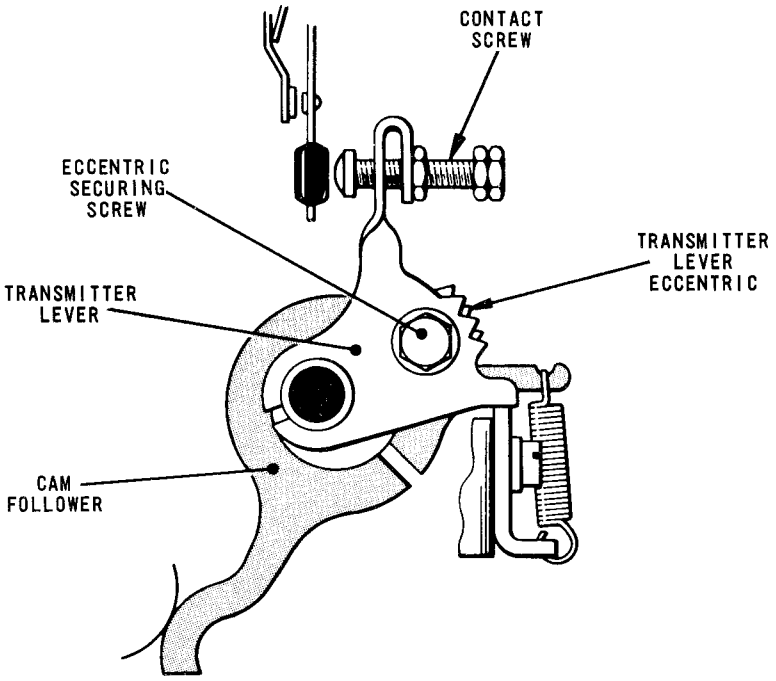

Fig. 4.65 TRANSMITTER LEVER/CAM ASSEMBLY
79.2 Lift the translator clutch abutment, turn the machine by hand and check that, during the second revolution of the translator clutch, the tongue breaks from the send contact between the changeover of Nos.4 (2nd from the front) and 5 (nearest the front) transmitter levers, Fig.4.65.
82.6 If this is not so, adjust the signal length by means of the Start (2nd from the rear) contact screw, Fig.4.65.
82.18 Adjust the Stop contact screw (nearest the rear), Fig.4.65, until the correct condition is achieved.
★ The cam followers, Fig.4.65, are adjusted in the factory and should not require re-adjustment unless the translator cam pack has been disturbed. If, however, the **position** (as distinct from the **length**) of any element is incorrect, it can be corrected by adjusting the respective transmitter lever, using the following procedure.
(a) Turn the translator camshaft by hand until the transmitter lever to be adjusted is as shown in Fig.4.67. This figure indicates for each transmitter lever, Fig.4.65, the point in the translator camshaft revolution where the respective cam follower associated with that lever is on the root diameter of its cam, and thus the lever will be in a position in which it can safely be adjusted.
83.5 Connect any type of continuity tester across the Start contacts (2nd from the rear) and turn the machine slowly by hand until the top of the Start transmitter lever, Fig.4.65, is fully in.
83.8 If this is not so, adjust the signal length by means of the Start contact screw, Fig.4.65.
83.13 If this is not so, correct the position of the element by adjusting No.1 transmitter lever, Fig.4.65, using the following procedure.
83.18 If this is not so, adjust the signal length by means of the Stop contact screw, Fig.4.65.
83.21 If this is not so, adjust the signal length by means of the Start contact screw, Fig.4.65.
83.24 If this is not so, correct the position of the signal by adjusting the Start transmitter lever, Fig.4.65, using the following procedure.
(a) Turn the translator camshaft by hand until the transmitter lever to be adjusted is as shown in Fig.4.67. This figure indicates for each transmitter lever, Fig.4.65, the point in the translator camshaft revolution where the respective cam follower associated with that lever is not in contact with its cam, and thus the lever will be in a position in which it can safely be adjusted.